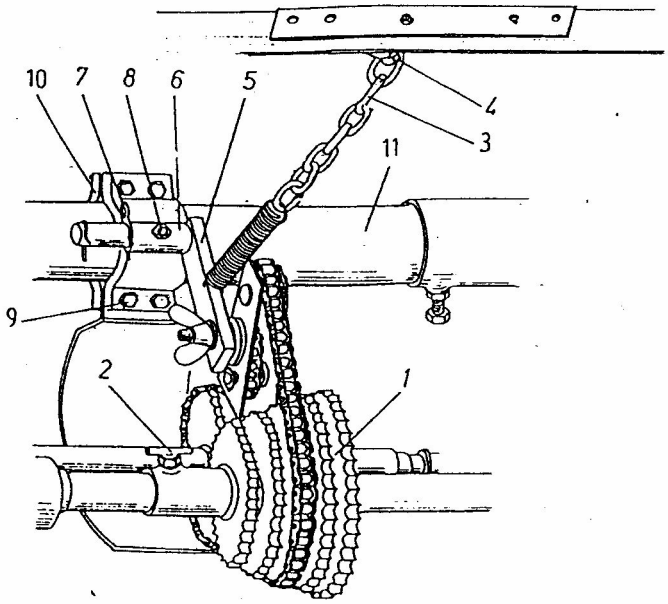
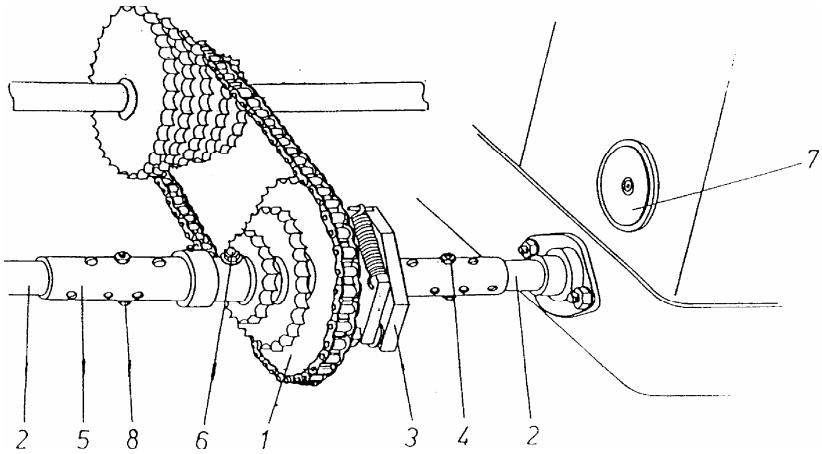

Рис.5. Цепная передача
Рис. 6. Цепная передача
- вывинтить нажимной вороток (2, рис. 5), чтобы можно было передвинуть блок цепных ведущих колёс,
- послабить натяжение натяжителя ведущей цепи, отцепляя цепь (3) с крюка (4),
При замене ведомого цепного колеса (1, рис. 6) следует передвинуть также натяжитель цепи (5, рис. 5) в обойме 10 после того, как будет вытянут шплинт (чека) (7).
- проверить действие приводной системы, поворачивая ходовые колёса сажалки в обе стороны. Вынув заглушки (7, рис. 6) – размещённые сбоку корпусов высаживающих узлов над подшипниками – проверить, не облеплены ли ведущие колёса ковшовой ленты землёй,